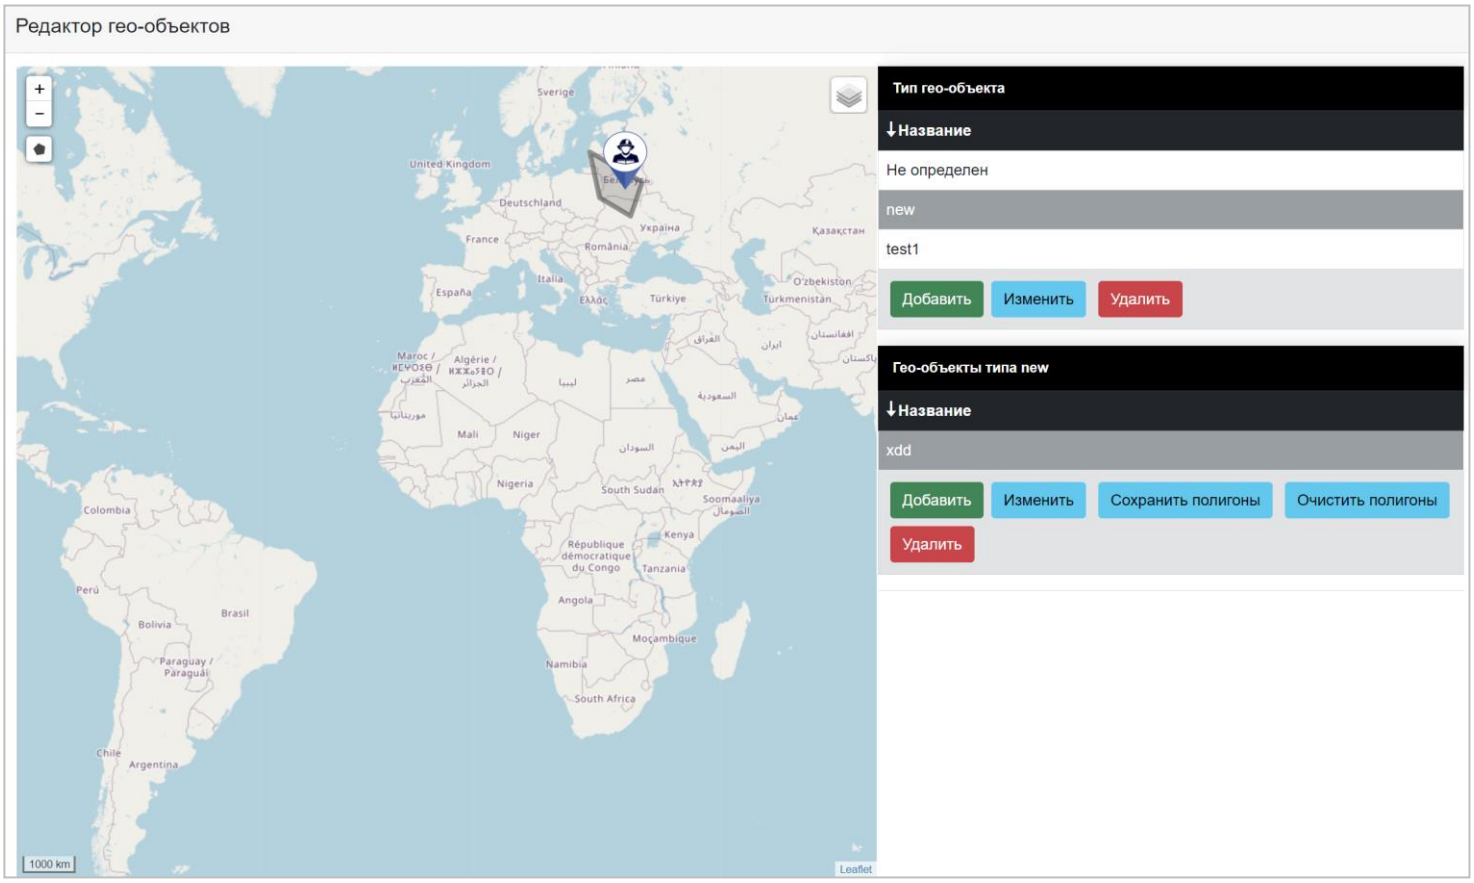
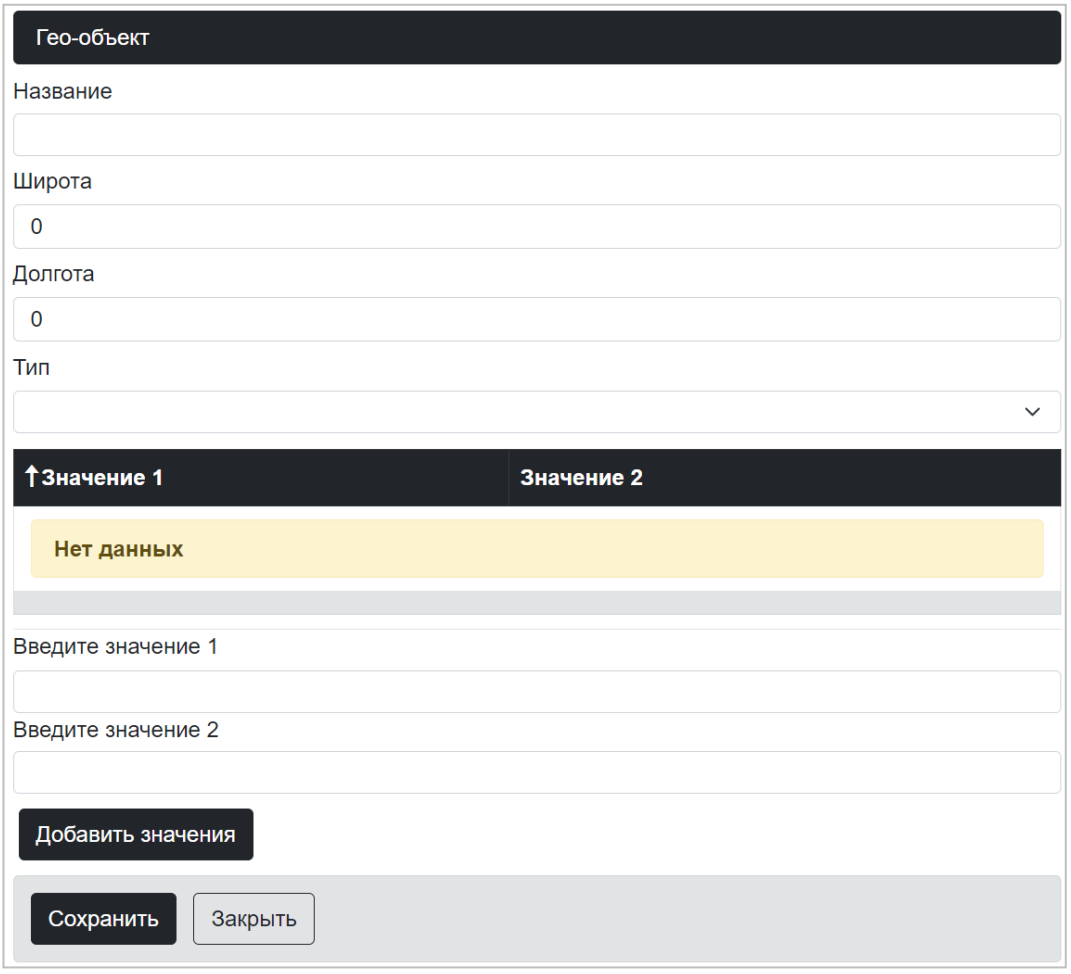

Рисунок 5.46 – ПМ «Администрирование КСЭОН СЕНСОР». Окно «Редактор гео-объектов»
Рисунок 5.48 – ПМ «Администрирование КСЭОН СЕНСОР». Окно «Редактор гео-объекта»
Для добавления зон объекта, на боковом меню (рисунок 5.1), нажмите «Редактор гео-объектов» – откроется вкладка «Редактор гео-объектов» (рисунок 5.46).
2. Нажмите кнопку <Создать> (рисунок 5.46). В появившемся окне «Гео-объекта» (рисунок 5.48) заполнить необходимые поля.
Для редактирования зон объекта, на главном окне (рисунок 5.2), нажмите на квадрат с надписью «Редактор гео-объектов» – откроется вкладка «Редактор гео-объектов» (рисунок 5.46).
Для удаления зон объекта, на главном окне (рисунок 5.2), нажмите на квадрат с надписью «Редактор гео-объектов» – откроется вкладка «Редактор гео-объектов» (рисунок 5.46).
Для создания нового типа гео-объекта, на главном окне (рисунок 5.2), нажмите на квадрат с надписью «Редактор гео-объектов» – откроется вкладка «Редактор гео-объектов» (рисунок 5.46).